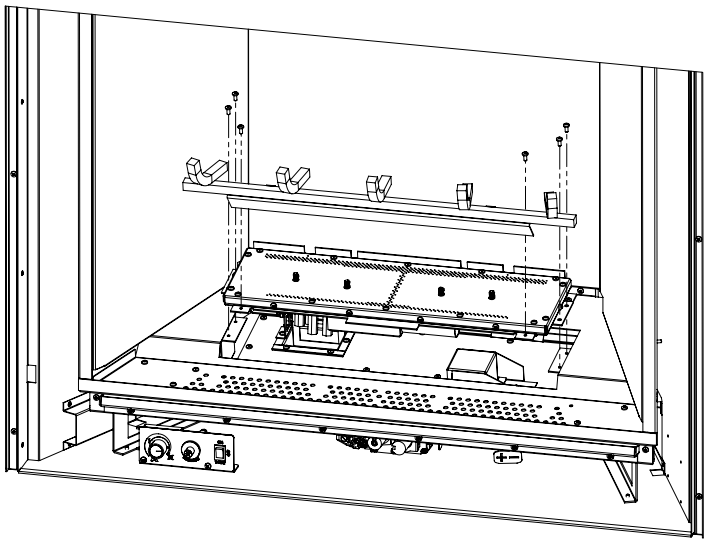

Figure 10. Front Burner Removal
6. Remove the two T-20 screws securing the front burner pan (see Figure 10). Slide the pan to the left and lift out. Reassemble in the reverse order.